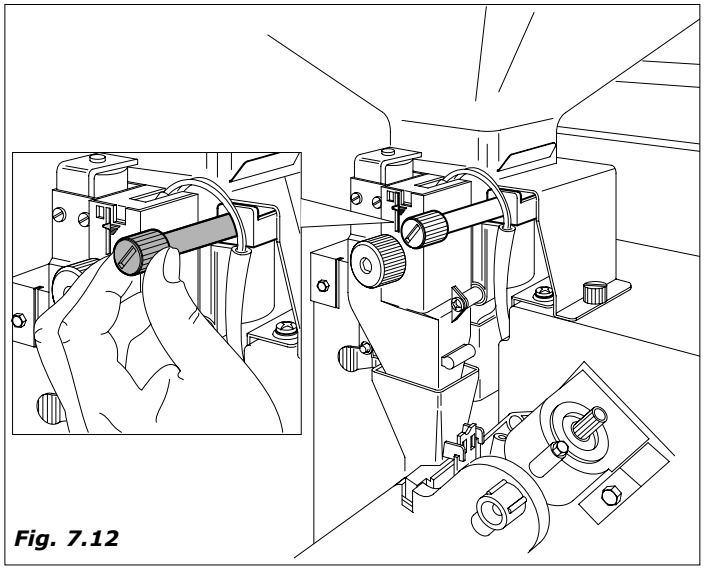

Fig. 7.12
- ***Regulagem do gráu de moedura.*** Virar o parafuso (Fig.7.12) para obter os resultados desejados.